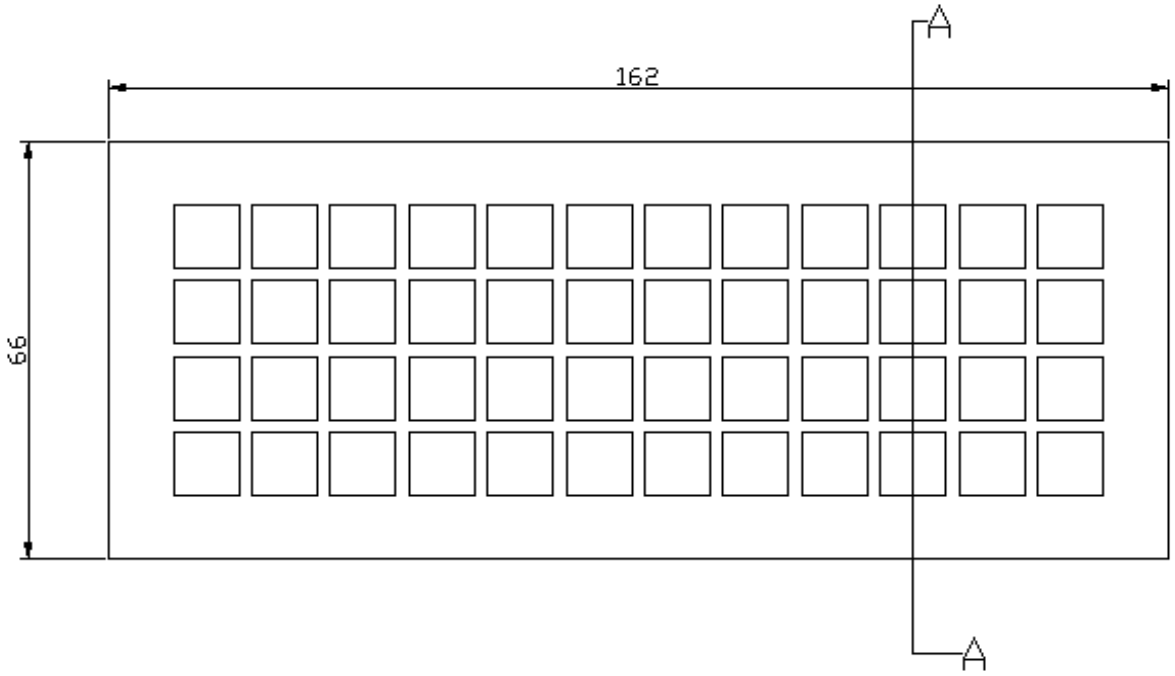

FIGURE 1
2.1 Draw, to scale 1:1, the top and sectional views of the rectangular grid shown in FIGURE 1, DIAGRAM SHEET (attached):